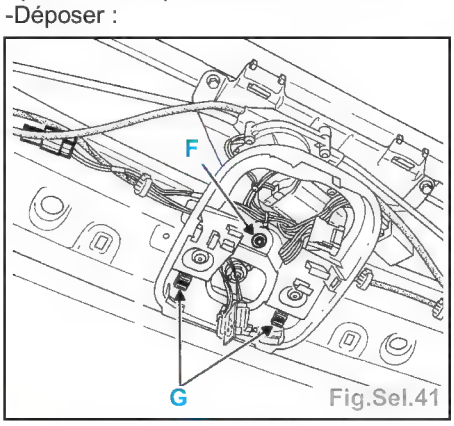

Fig.Sel.41
- Déposer la vis de fixation (F) (Fig.Sel.41).
- Déclipser (G) le support de console de pavillon et déposer celui-ci.